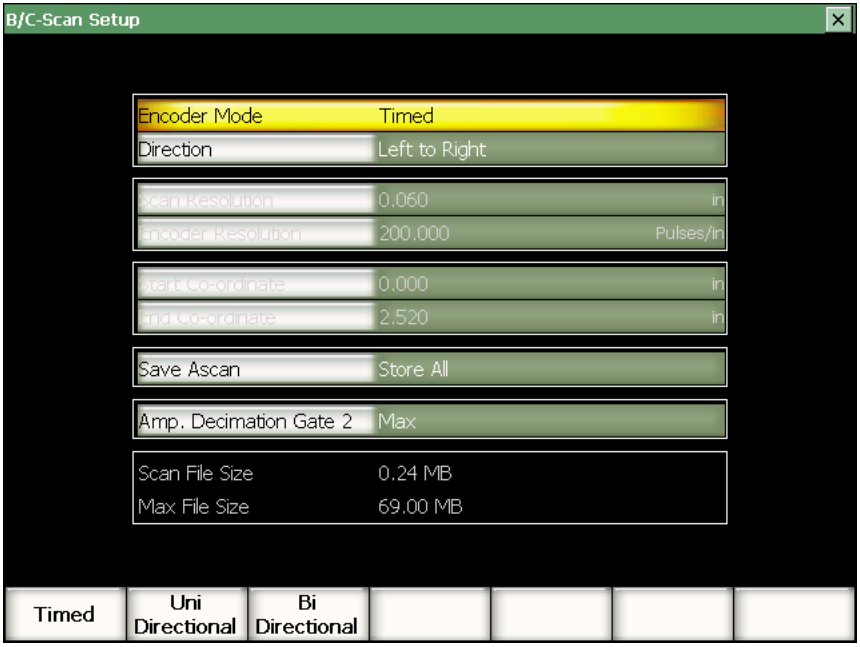

Figure 11-33 The B-Scan Setup page
2. Select **B Scan > Setup** to enter the setup screen (see Figure 11-33 on page 287).